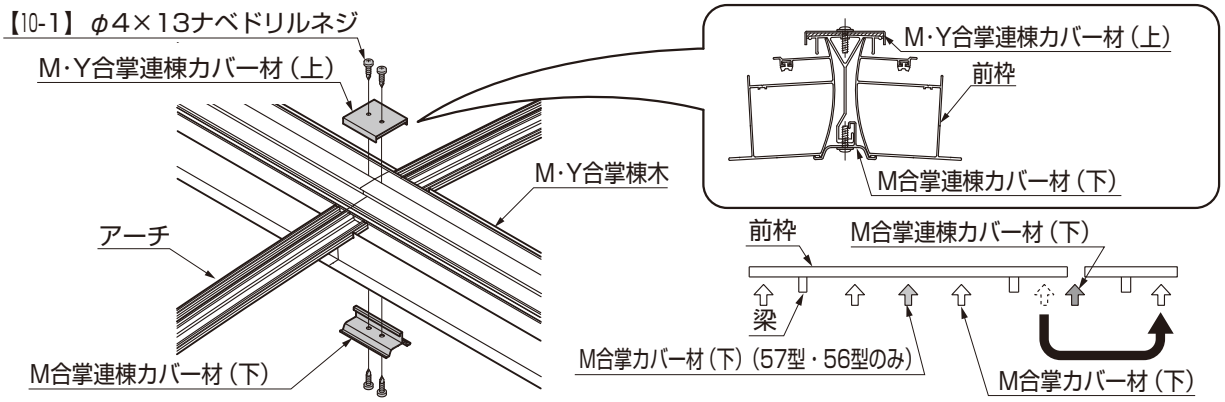

図3-1　M合掌縦連棟　　図3-2　M合掌カバー材（下）取付位置
①M合掌の棟木の接続部にM・Y合掌連棟カバー材（上）、連棟カバー材（下）を【10-1】で取付けてください。（図3-1参照）